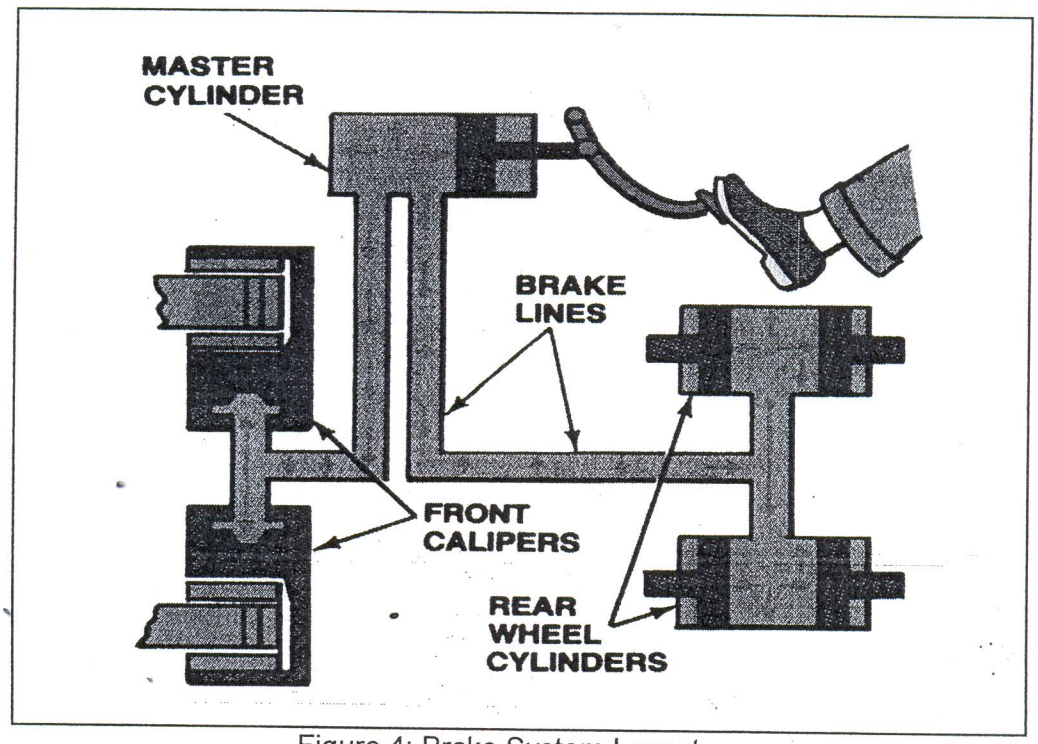

Figure 4: Brake System Layout
d) A driver applies 45 kg of force to a brake pedal that is connected to the master cylinder through a brake pedal lever having 4.0 :1 ratio. The master cylinder piston has a diameter of 15mm. Refer to the figure 4 below: